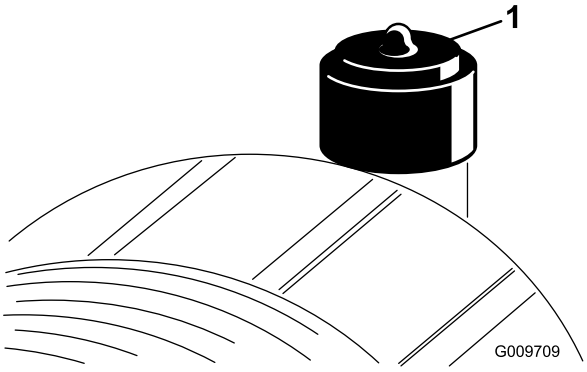

Figur 47
- Udskift luftfilterindsatsen, når advarselslampen for luftfilter (Figur 47) lyser rødt. Undgå overdreven rensning af luftfilterindsatsen.
3. Nulstil advarselslampen for luftfilteret, hvis den er rød. Se Figur 47 i Kontrol af advarselslampen for luftfilteret (side 41).